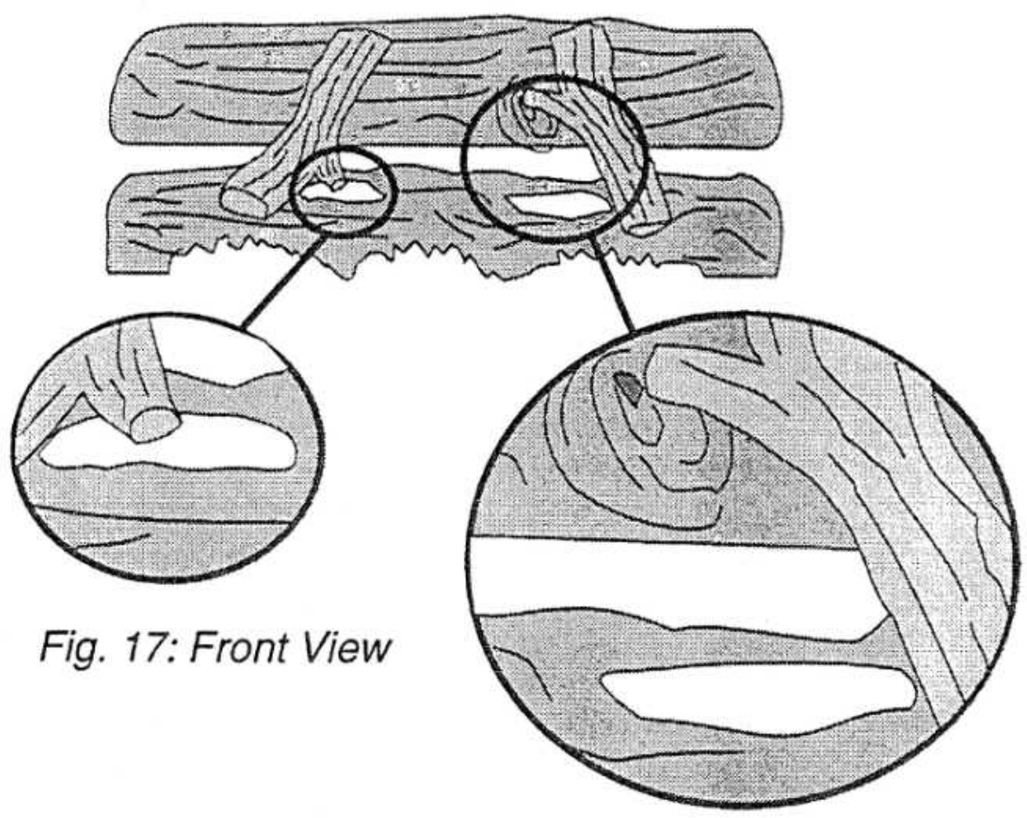

Fig. 17: Front View
7) **The cross logs must be positioned on the front and rear logs as shown in Fig 17.**
7) **The cross logs must be positioned on the front and rear logs as shown in Fig 17.** Incorrectly positioned cross logs will affect the flame pattern and proper operation of the unit. Use the two top holes in the front log for positioning.